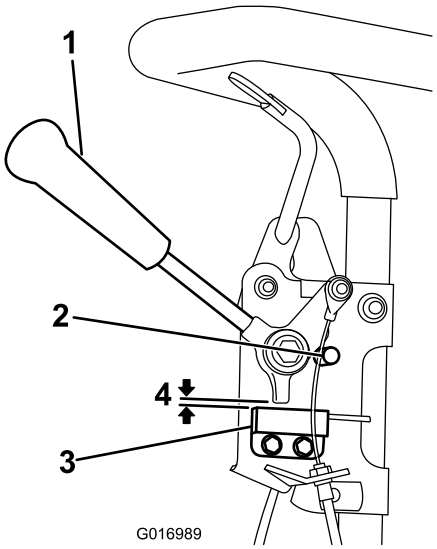

Figur 29
1. Sørg for, at motoren er slukket og at traktionshåndtaget er udkoblet og har kontakt med neutralstoppet (Figur 29).
2. Løsn sikkerhedskontaktens fastgørelsesanordninger (Figur 29).
3. Placer et 0,8 mm tykt afstandsstykke mellem traktionshåndtaget og sikkerhedskontakten (Figur 29).